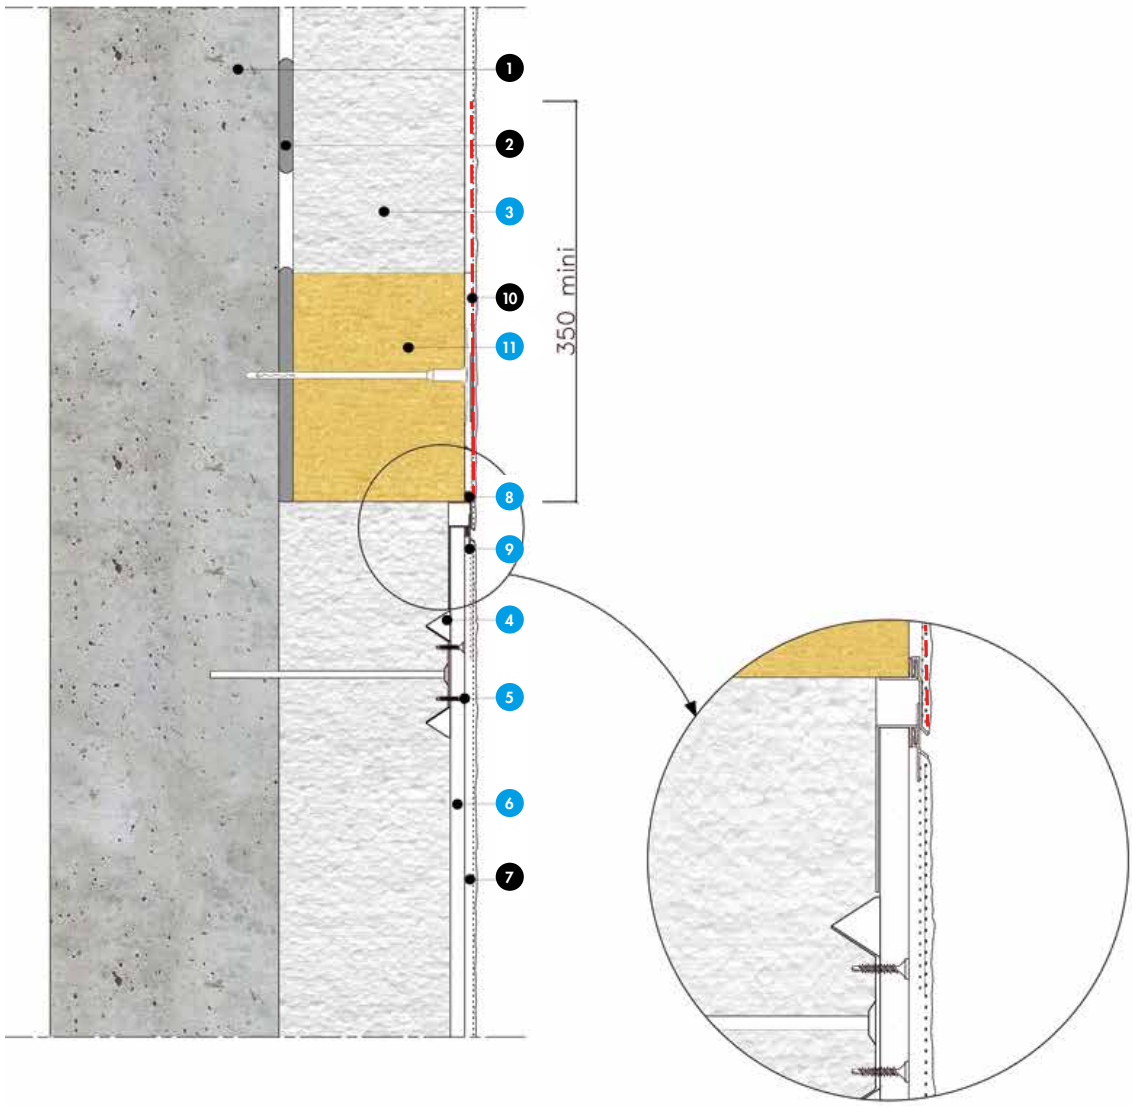

Fig 1 : Traitement de la jonction ETICS - vêtage avec joint de fractionnement
**Nomenclature de la figure 1**